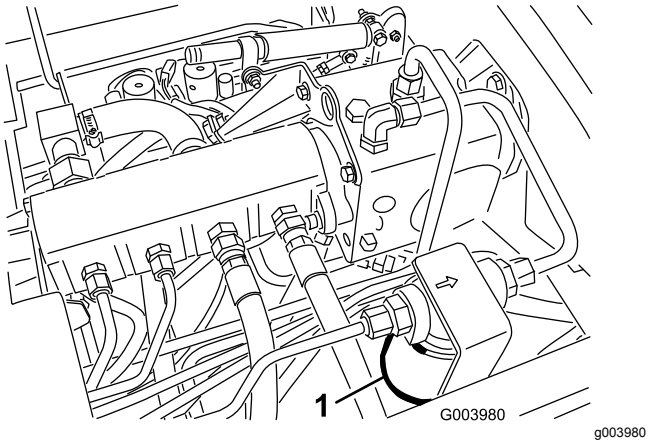
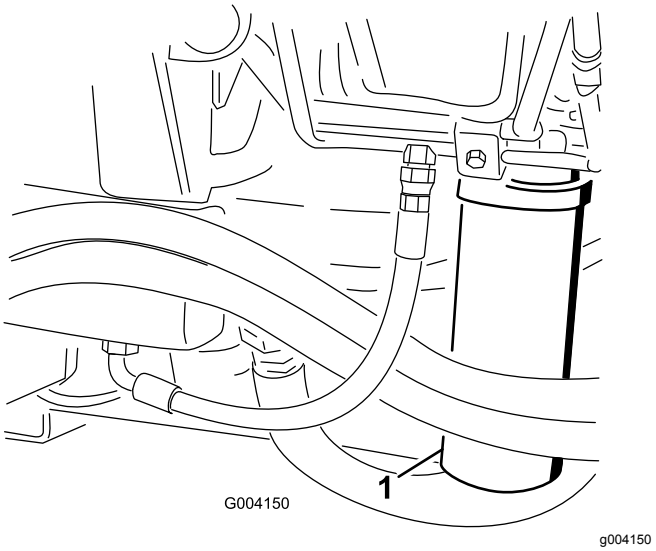

**Figur 77**
**Figur 78**
2. Rengör området där filtret ska monteras och sätt ett avtappningskärl under filtret i (Figur 77) och (Figur 78).